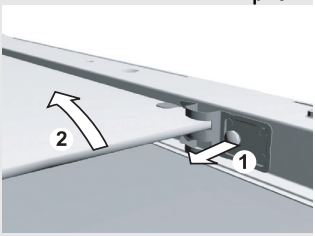

рис. 2
- Чтобы снять внутреннее, третье, стекло (в некоторых моделях), открутите винты на креплениях стекла и приподнимите его (рис. 2). Перед очисткой снимите крепления стекла.